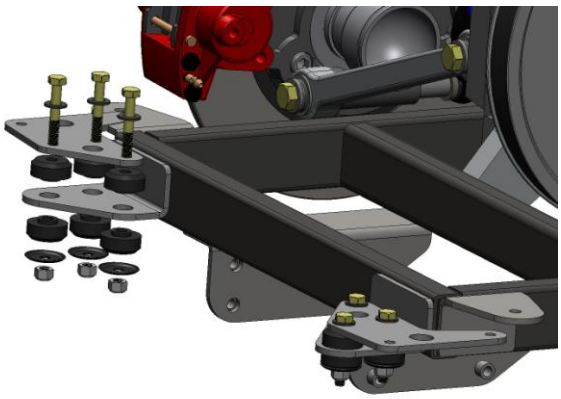

Figure 19
e. Install muffler brackets to body mount frame using hardware in supplied kit. Note orientation in illustration. **Figure 19.**